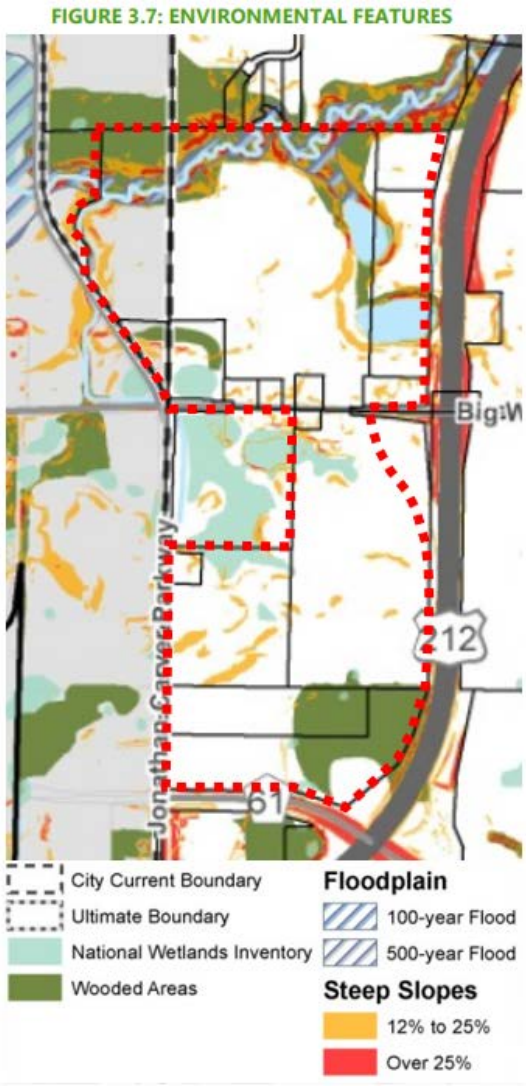

Figure 10: 2040 Comp Plan: Environmental Features
5. *The* ***open space and natural resources systems*** *of the area are identified, prioritized, and protected, using the Environmental Features Map (FIGURE 3.7 of the Comp Plan and Fig. 10 of this document) as the basis for open space preservation.* ***Public access to these systems is required****.*